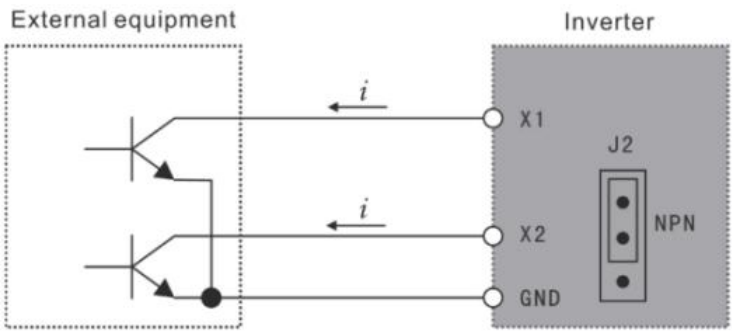

Figura 3-1 Modalità di cablaggio di tipo NPN
(1) Quando si adotta la modalità di cablaggio di tipo NPN per le apparecchiature esterne, viene indotta una logica di tipo di dispersione e la corrente fuoriesce dal terminale di ingresso (corrente di erogazione) come mostrato nella Figura 3-1, allo stesso tempo è richiesto il parametro P067=0.